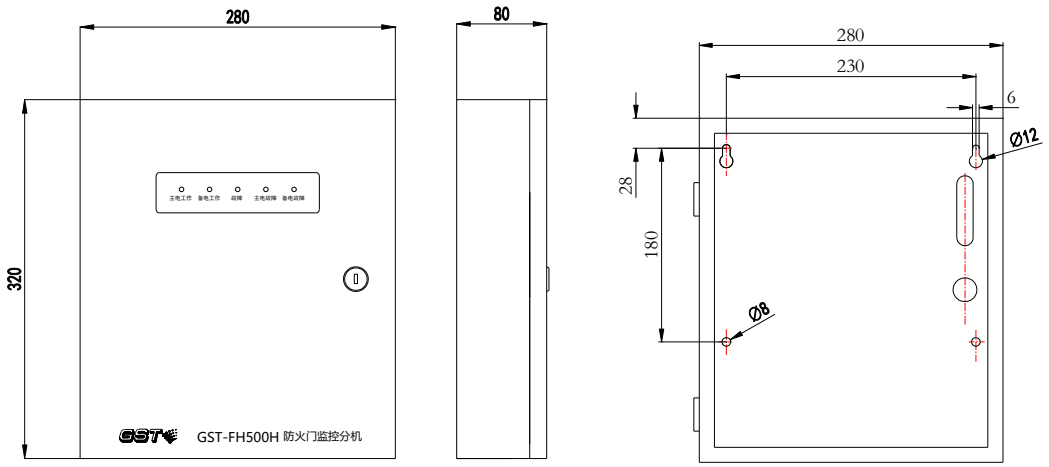

图 1 GST-FH500H 防火门监控分机外形及安装尺寸示意图
1. 监控分机外形及安装尺寸示意图如图 1 所示。
2. 监视分机采用壁挂式安装，安装尺寸如图 1 所示，用 2 个 M6 膨胀螺栓，通过位于机箱上部的两个壁挂孔将其固定在墙壁上。